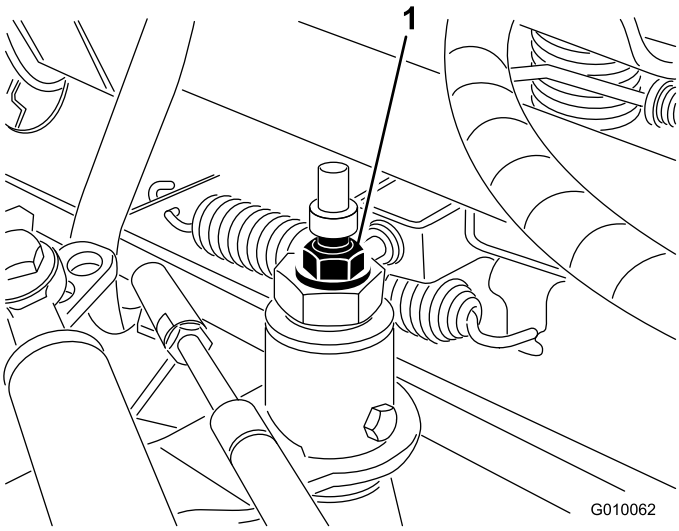

**Figur 55**
3. Løsne låsemutteren på trekkjusteringskammen (Figur 55).